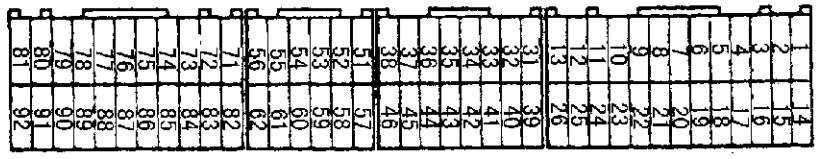

图3-2-30
①将点火开关转到OFF位置。
②脱开发动机ECU连接器。
③一边参照检查表3-2-10,一边测量发动机ECU配线侧连接器端子(如图3-2-30所示)之间的电阻并检查是否导通。